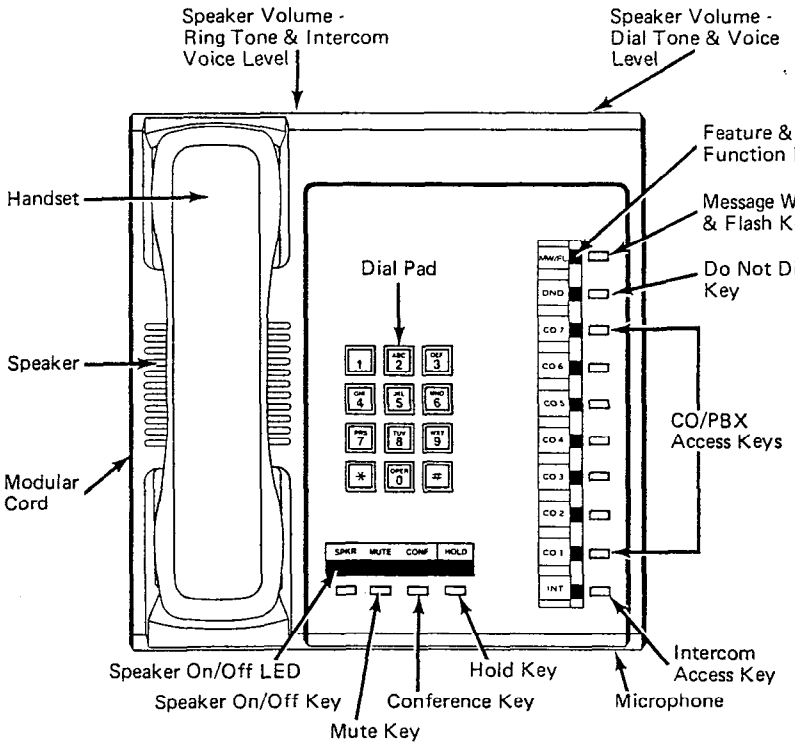

FIGURE 6—10-key EKT
02.13 Software assignment permits the 10-key EKT (Figure 6), having the same dimensions as the 20-key EKT, to be alternately assigned to any station (with the ~~exception~~ of ~~station 17~~). This 10-key EKT has full access to seven CO/PBX lines and can receive transferred calls on the other lines.